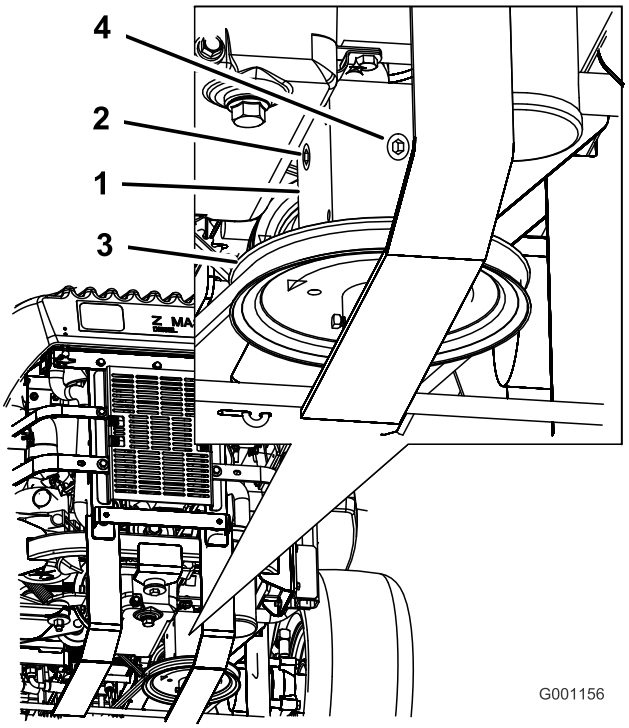

Figuur 56
4. Verwijder de plug aan de zij- of achterkant van de tandwielkast (Figuur 56).